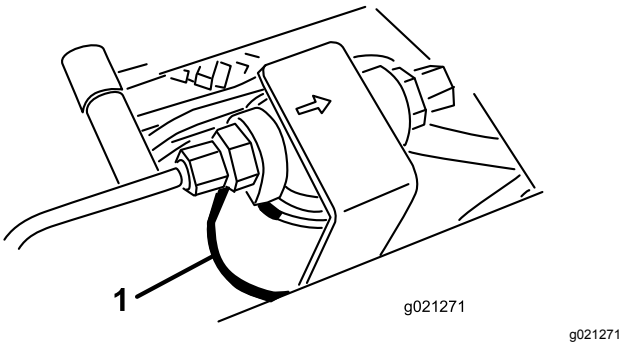
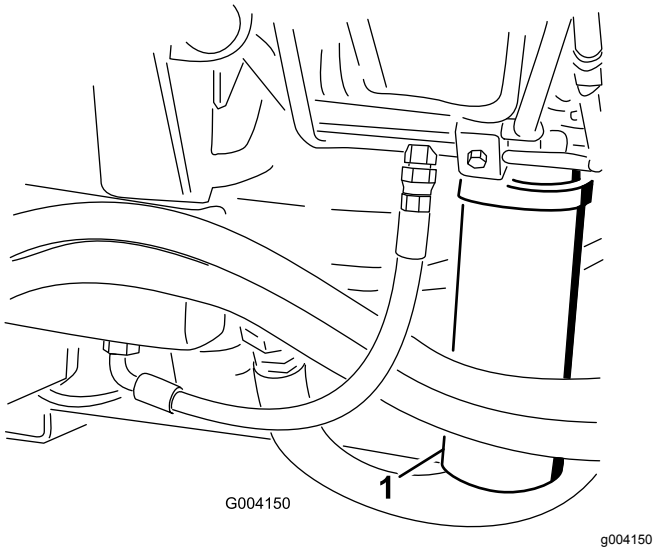

Figur 101
Figur 102
2. Rengör området där filtret ska monteras och placera ett avtappningskärl under filtret (Figur 101 och Figur 102).